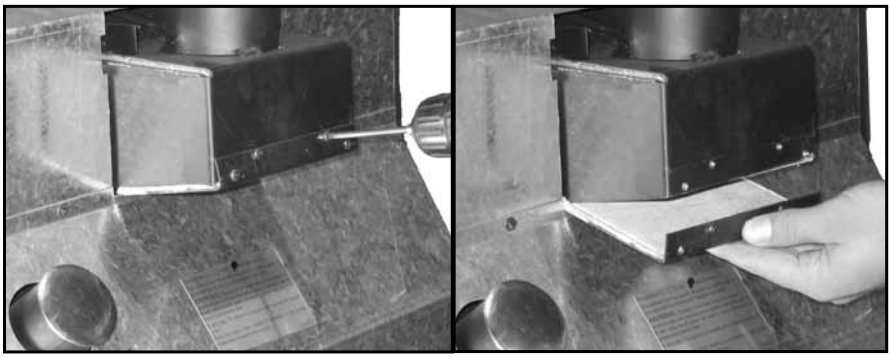

Figure 36: Remove Flue Slider Plate & Gasket.
g) Using a T-20 screwdriver remove the four (4) screws that hold the flue slider bottom plate. Pull the plate down then out, ensuring that the gasket comes with the plate (see Figure 36).